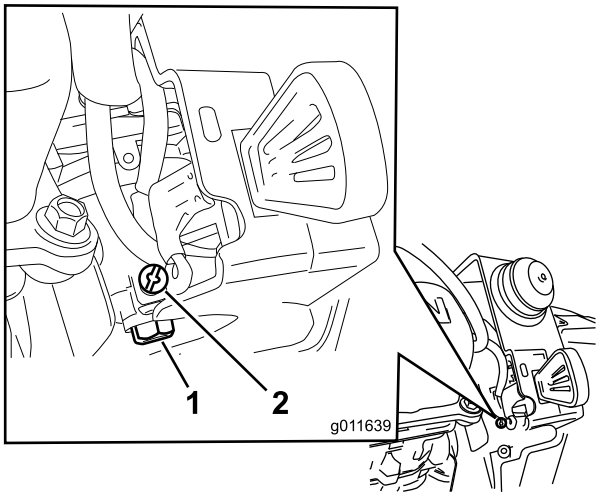

Figur 30
A. Skru løs, men ikke fjern, den lille skruen på siden av forgasserens drivstoffsbolle (Figur 30) helt til drivstoffet begynner å tappe fra forgasseren. Tapp drivstoffet på en godkjent drivstoffkanne.